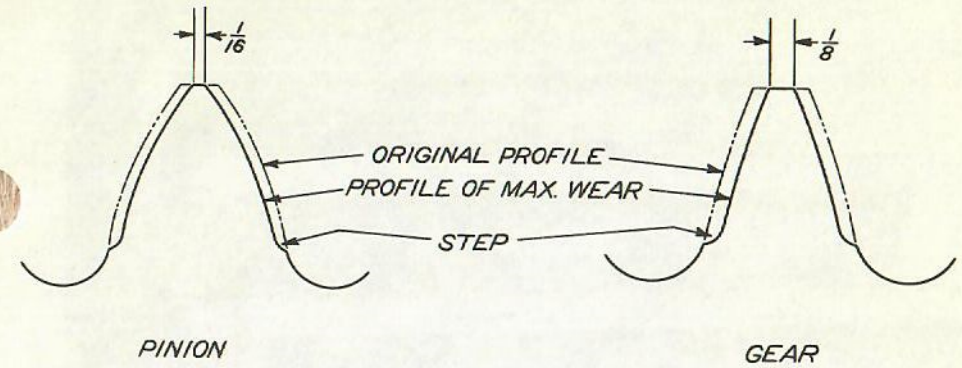

Fig. 16-8
1. Pinion - See Fig. 16-8.
2. Gear - See Fig. 16-8.